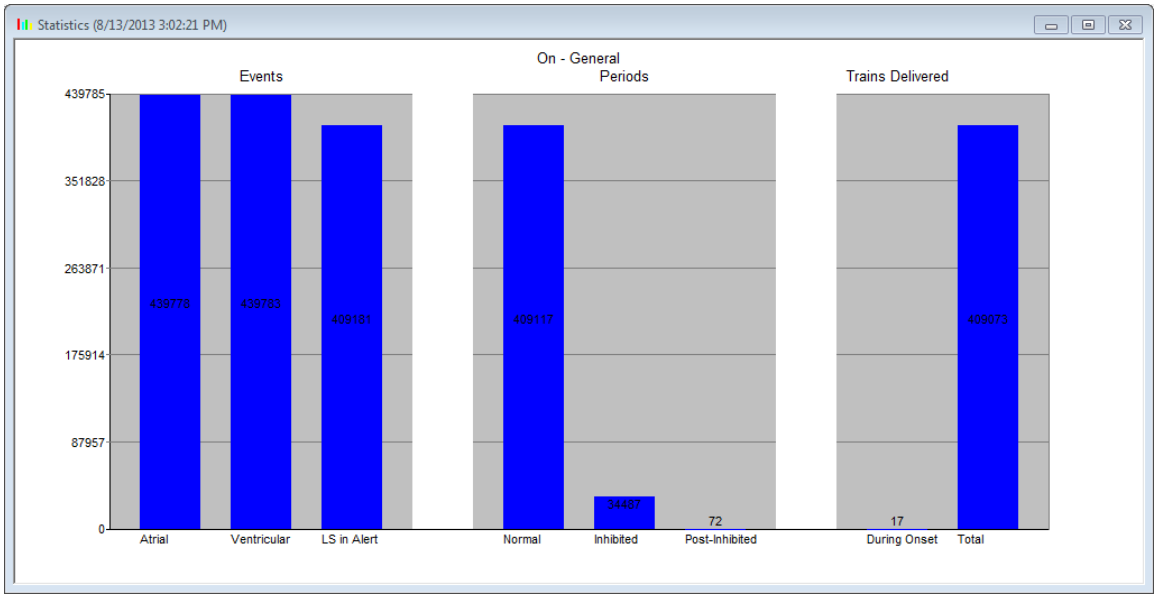

Рисунок 26. Гистограмма статистики
- **Graphic (Графическая):** отображение статистики с активной вкладки в виде гистограммы – см. рис. 26.